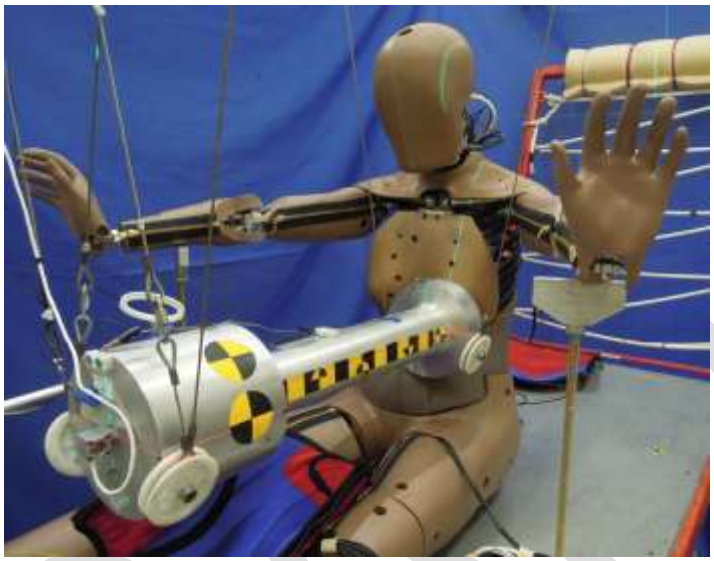

Figure 5-1. Initial setup for the lower thorax qualification test.
5.5.1 Seat the dummy on a horizontal surface (±0.5°) with no back support, with all limbs extended horizontally and forward parallel to the midsagittal plane. The midsagittal plane shall be vertical within ± 1 degree (Figure 5-1).
5.5.3 Support the forearms in a fully-extended orientation, palmside of the hands down, with hands angled upwards to minimize interference with the arm supports (Figure 5-1). The inability to hold this position indicates that the arm and shoulder joint torques are not set properly.